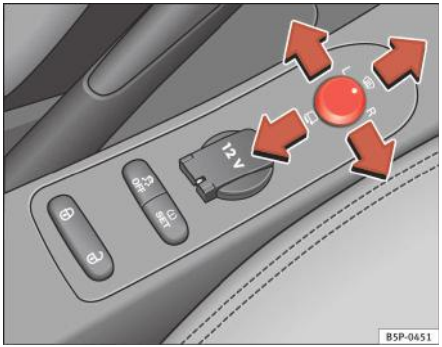

Fig. 88 Butoanele pentru reglarea oglinzilor exterioare
1. Rotiți butonul ⇒ fig. 88 în poziția **L** (**oglinda exterioară din stânga**).
– Rotiți butonul în poziția centrală ⇒ fig. 88 (1) pentru activarea funcției de încălzire a oglinzilor retrovizoare şi a funcției de încălzire a parbrizului* în zona de repaus a lamelor ştergătoarelor ⇒ pagina 132.
– Pentru plierea oglinzilor exterioare, rotiți butonul ⇒ fig. 88 în poziția . Pliați întotdeauna oglinzile exterioare când traversați o spălătorie automată. În acest mod preveniți deteriorările.